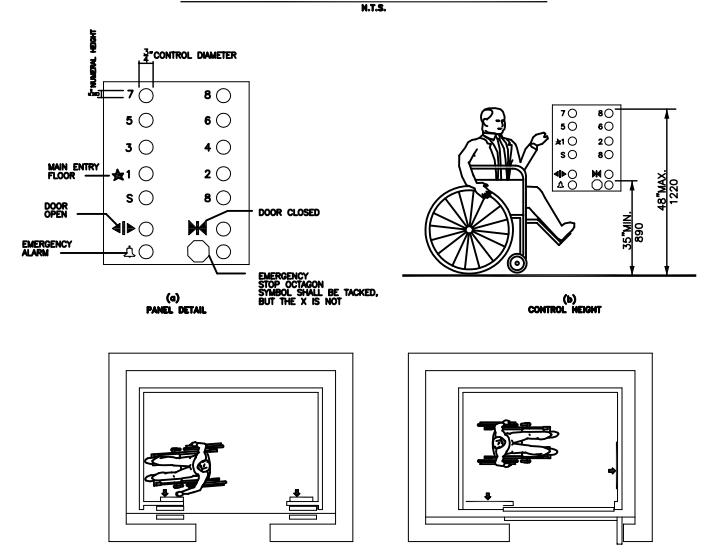

FIG. 23
(1) BUTTONS. ALL CONTROL BUTTONS SHALL BE AT LEAST 3/4" (19mm) IN THEIR SMALLEST DIMENSION. THEY SHALL BE RAISED OR FLUSH.
(2) TACTILE, BRAILLE, AND VISUAL CONTROL INDICATORS. ALL CONTROL BUTTONS SHALL BE DESIGNATED BY BRAILLE AND BY RAISED STANDARD ALPHABET CHARACTERS FOR LETTERS, ARABIC CHARACTERS FOR NUMERALS, OR STANDARD SYMBOLS AS SHOWN IN FIG. 23(b) AND AS REQUIRED IN ASME A17.1-1990. RAISED CHARACTERS AND SYMBOLS SHALL COMPLY WITH 4.30. THE CALL BUTTON FOR THE MAIN ENTRY FLOOR SHALL BE DESIGNATED BY A RAISED STAR AT THE LEFT OF THE FLOOR DESIGNATION (SEE FIG. 23(a)). ALL RAISED DESIGNATIONS FOR CONTROL BUTTONS SHALL BE PLACED IMMEDIATELY TO THE LEFT OF THE BUTTON TO WHICH THEY APPLIED. APPLIED PLATES, PERMANENTLY ATTACHED, ARE AN ACCEPTABLE MEANS TO PROVIDE RAISED CONTROL DESIGNATIONS. FLOOR BUTTONS SHALL BE PROVIDED WITH VISUAL INDICATORS TO SHOW WHEN EACH CALL IS REGISTERED. THE VISUAL INDICATORS SHALL BE EXTINGUISHED WHEN EACH CALL IS ANSWERED.
(3) HEIGHT. ALL FLOOR BUTTONS SHALL BE NO HIGHER THAN 54" (1370mm) ABOVE THE FINISH FLOOR FOR SIDE APPROACH AND 48" (1220mm) FOR FRONT APPROACH. EMERGENCY CONTROLS, INCLUDING THE EMERGENCY ALARM AND EMERGENCY STOP, SHALL BE GROUPED AT THE BOTTOM OF THE PANEL AND SHALL HAVE THEIR CENTERLINES NO LESS THAN 35" (890mm) ABOVE THE FINISH FLOOR (SEE FIG. 23(a) & (b)).
(4) LOCATION. CONTROLS SHALL BE LOCATED ON A FRONT WALL IF CARS HAVE CENTER OPENING DOORS, AND ON A SIDE WALL NEAR THE FRONT WALL NEXT TO THE DOOR IF CARS HAVE SIDE OPENING DOORS (SEE FIG. 23(c) & (d)).